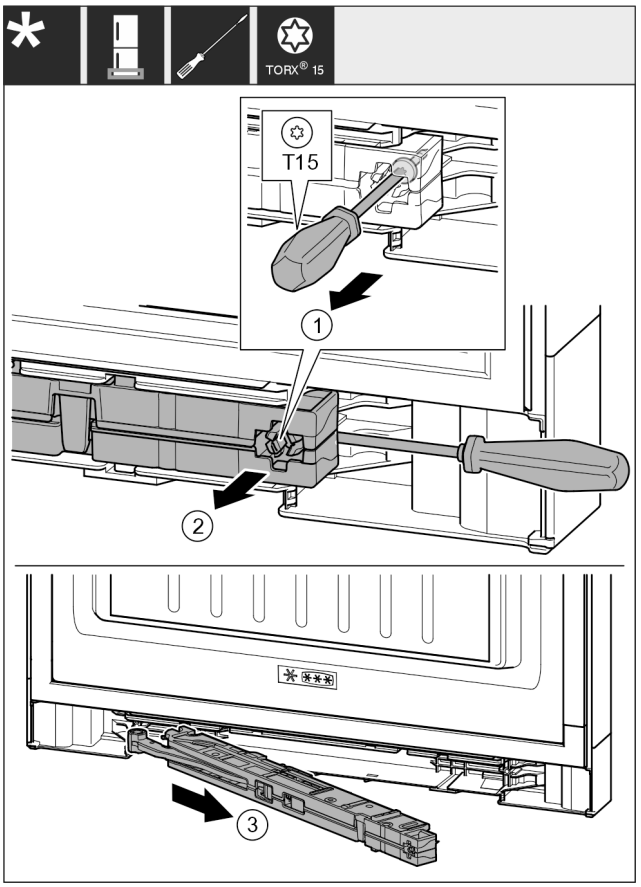

Fig. 17
▶ Atskrūvējiet durvju amortizatora mezgla skrūvi *Fig. 17 (1)* ar skrūvgriezi 14 mm.
▶ Izceliet durvju amortizatora mezglu *Fig. 17 (2)* roktura pusē ar skrūvgriezi uz priekšu.
▶ Izvelciet durvju amortizatora mezglu *Fig. 17 (3)*.